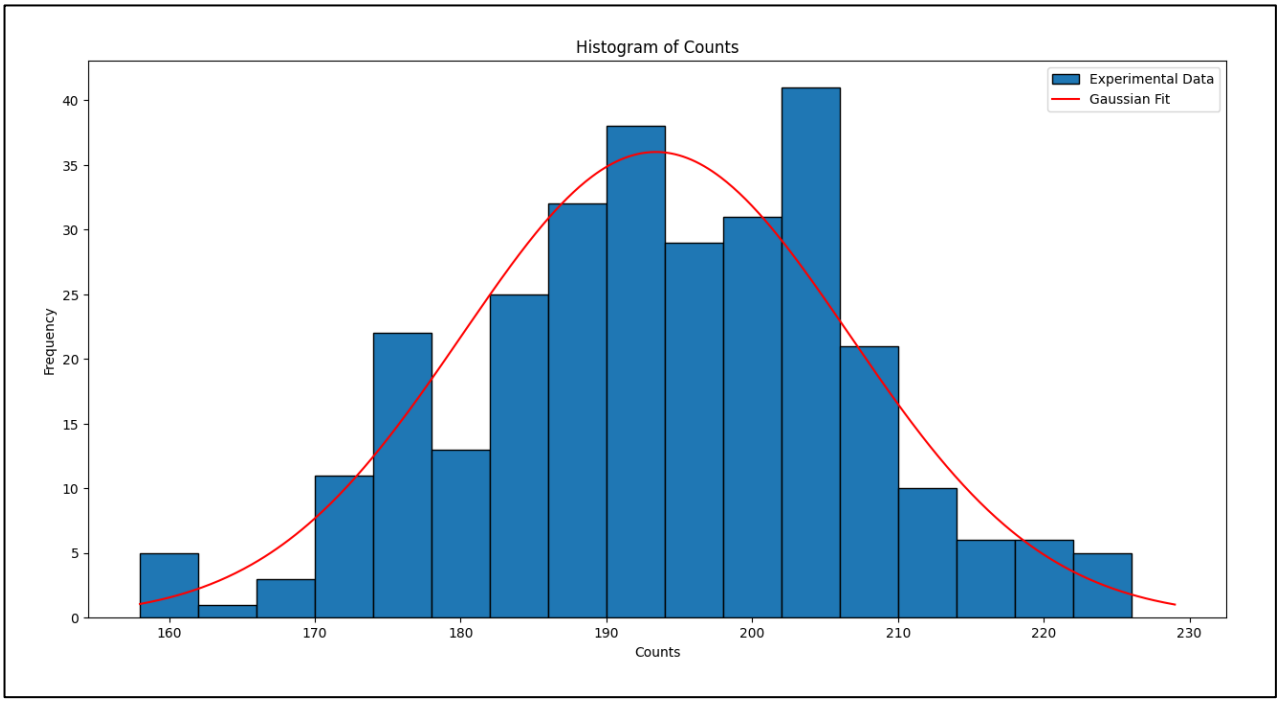

Figure 6: Histogram of Counts
- As can be seen from Figure 6, the Histogram for gamma-ray counts forms a normal distribution. This is expected, as for a large number of counts, the Poisson's distribution approximates to a Gaussian (normal) distribution.